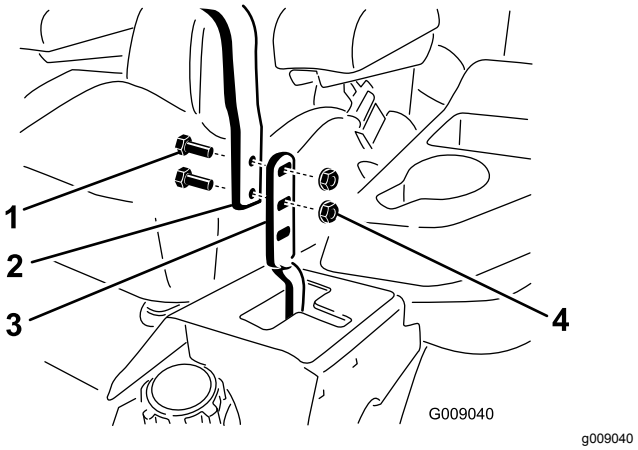

Figur 98
3. Lossa skruvarna och flänsmuttrarna som är monterade i reglagen (Figur 98).